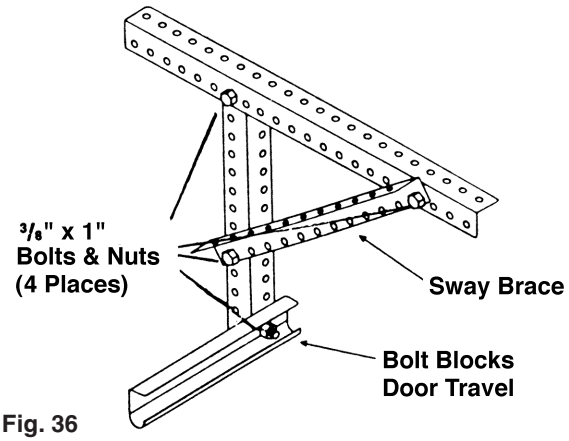

Fig. 36
**Step 7:** Rear track hangers need to be made at this time. Use 13 gauge or 3/32" material. These are not provided with the standard hardware. They are used to attach the rear of the horizontal track to the ceiling joist. Enough angle iron or punched angle should be purchased to make two rear track hangers. These hangers must be strong enough to hold the full weight of the door. Attach a bolt at least 1" long through the end of each track to stop the door at the end of its travel. (FIG. 36)